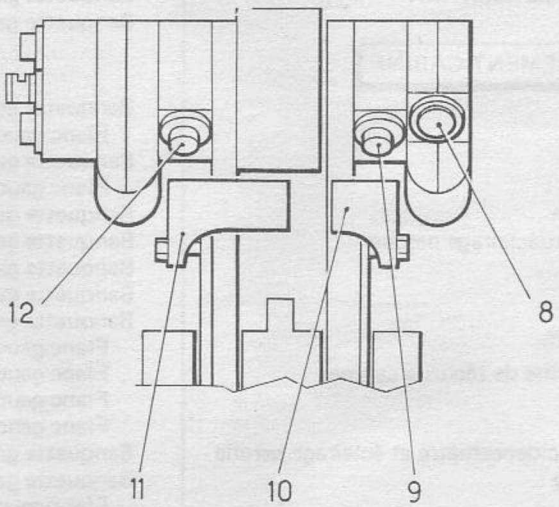

FIGURE 4 – POSTE DE PILOTAGE JAGUAR "ATLIS"
0.2.4 - Poste de pilotage : manettes de gaz (Fig. 4)